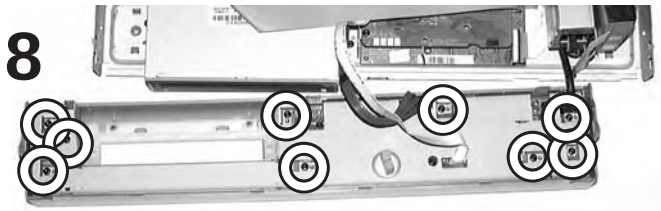
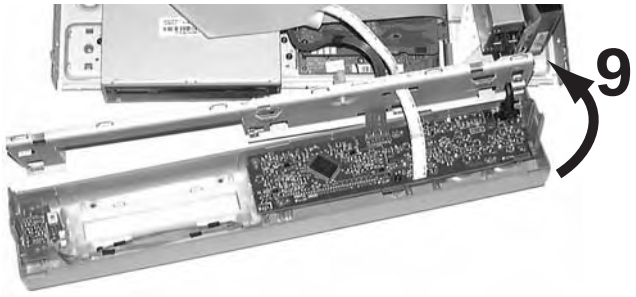

Figure 4-7
Figure 4-8
- Release the screws (8), see figure 4-7, to remove the front plate (9), see figure 4-8